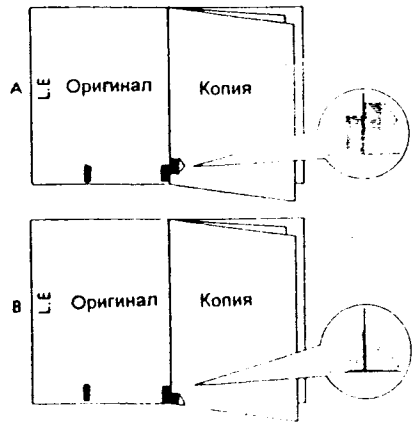

Рис. 1
3. (Рис. 1): Сравните оригинал (копию, полученную при выполнении шага 1) со второй копией и проверьте боковую регистрацию) (Сложите копию по шкале).